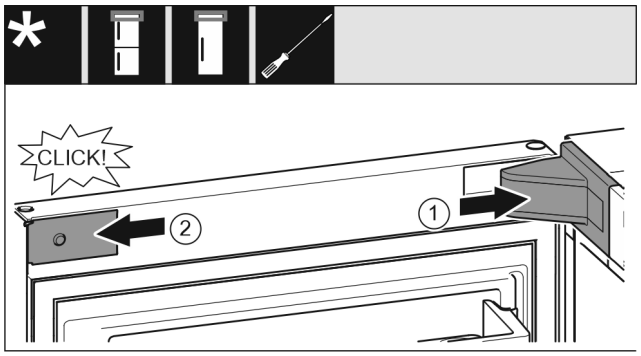

Fig. 22
▶ Mettre en place le cache du support de palier *Fig. 22 (1)* et l'enclencher. Au besoin, l'écarter avec précaution.
▶ Placer le cache *Fig. 22 (2)* sur le côté et l'enclencher.